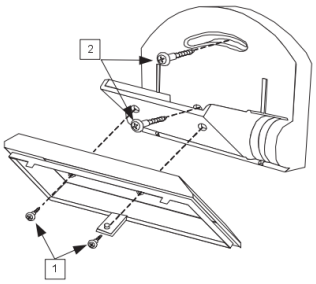

Fig. 6
5. Coger la rótula giratoria a la carcasa trasera usando los dos tornillos suministrados (1, Fig. 6).
6. Montar el detector inalámbrico junto a la rótula en los agujeros hecho anteriormente, utilizando los tornillos suministrados (2, Fig. 6). No apretar los tornillos.